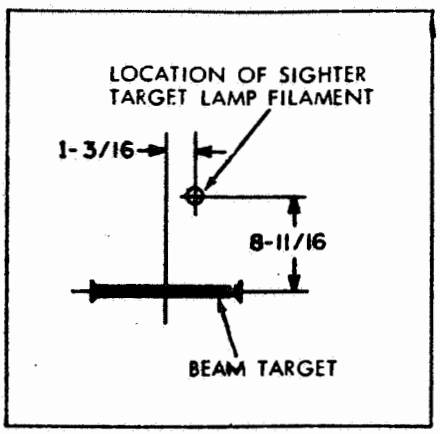

Figure 4-1 Location of Screen Targets
Test Equipment required for adjusting crossing signal units is as follows: (See Figure 4-1).
c. On the flat white screen, locate a beam target at the same height as the signal axis as shown in Figure 4-1).